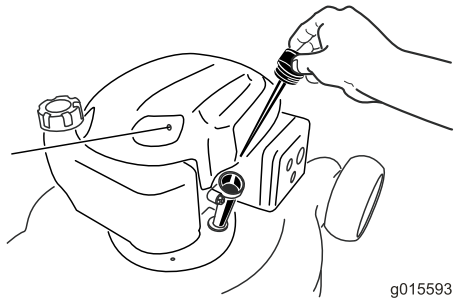

Figur 6
2. Fjern peilestaven (Figur 6), og hell olje i oljepåfyllingrøret til veivhuset er 3/4 fullt.